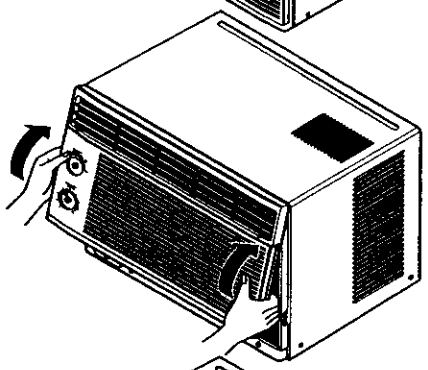

Figure 2
3. Push the front grille up from the bottom. Pull the top of the front grille away from the cabinet as the top tabs lift out of their slots. (See Figure 2)